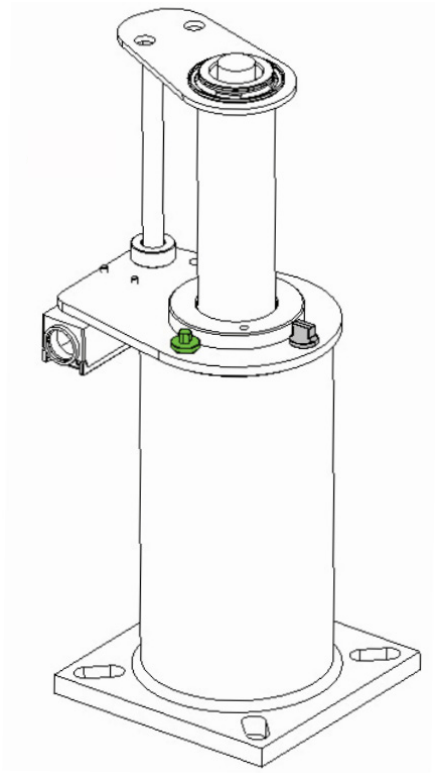

Figure 5
1. Unscrew the airscrew, remove from the buffer and keep safe. (GREEN in figure 5)
2. Unscrew the dipstick, remove from the buffer and keep safe. (GREY in figure 5).